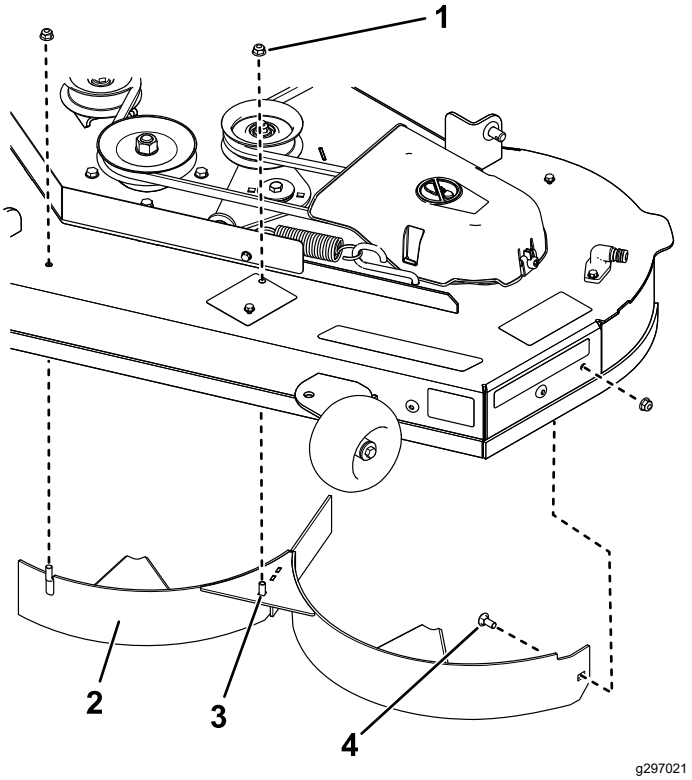

Figuur 14
7. Verwijder de 2 borgmoeren (5/16") van de gelaste pennen van het linker schot (Figuur 14).
1. Borgmoer – 5/16" (3)
3. Gelaste pen (2)
8. Verwijder de slotbout en borgmoer waarmee het linker schot bevestigd is aan het maaidek en verwijder het schot (Figuur 14).
9. Zoek de 2 bouten in de losse onderdelen en gebruik de aanwezige borgmoeren om de bevestigingen in de openingen te monteren; zie Figuur 14. Dit voorkomt rondvliegende voorwerpen.